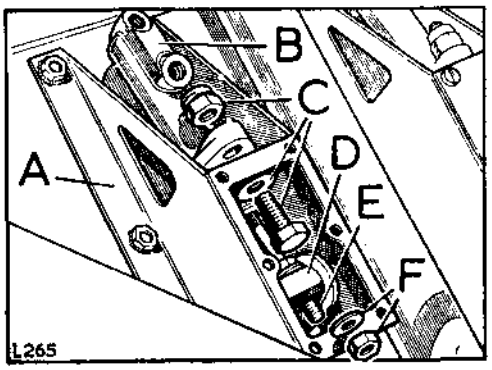

**Fig. H1-35. Fixings for master cylinder**
1. Fit the master cylinder to the brake pedal bracket. See Fig. H1-35